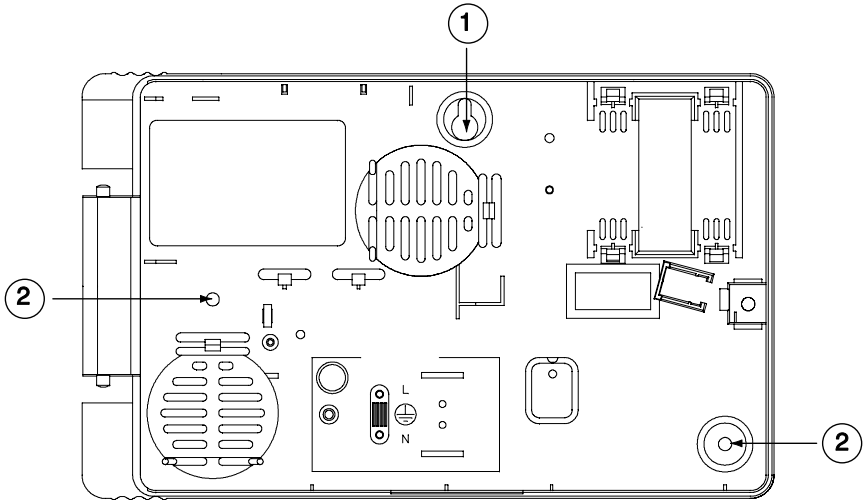

Fig. 5. Monteringshuller
4. Hold kabinettet opp mot veggen og marker plassering av skruen i ”nøkkelhullet” (1 på fig. 5).
7. Marker plasseringen av de andre monteringshullene på veggen (2 på fig. 5).